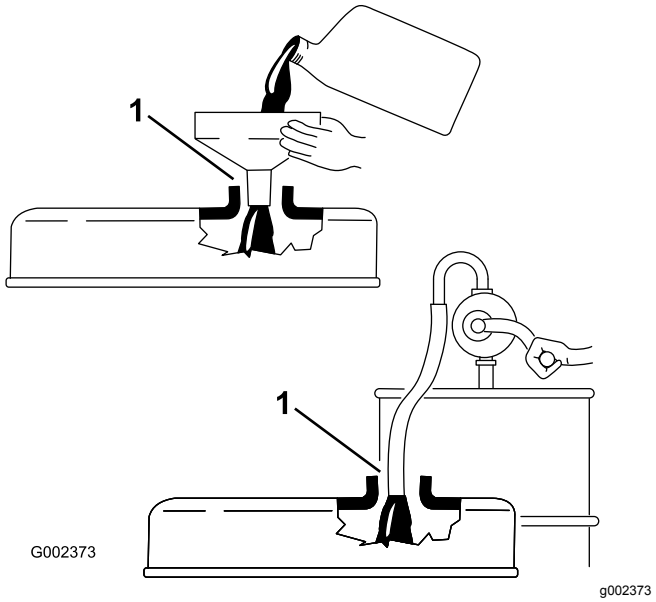

**Figur 36**
***Vigtigt:*** **Når der tilsættes motorolie eller fyldes olie på, skal der være afstand mellem oliepåfyldningsenheden og påfyldningshullet i ventildækslet som vist i Figur 36. Denne afstand er nødvendig af hensyn til udluftning under påfyldningen, hvilket forhindrer olie i at løbe over og ned i ånderøret.**